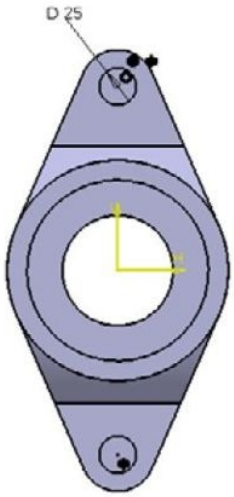

Figure 5-66 *Sketch of the fifth feature*
e. Create the last feature of the model, which is the pocket feature, refer to Figures 5-66 and 5-67.
2. Draw the sketch of the fifth feature, as shown in Figure 5-66, and exit the **Sketcher** workbench.